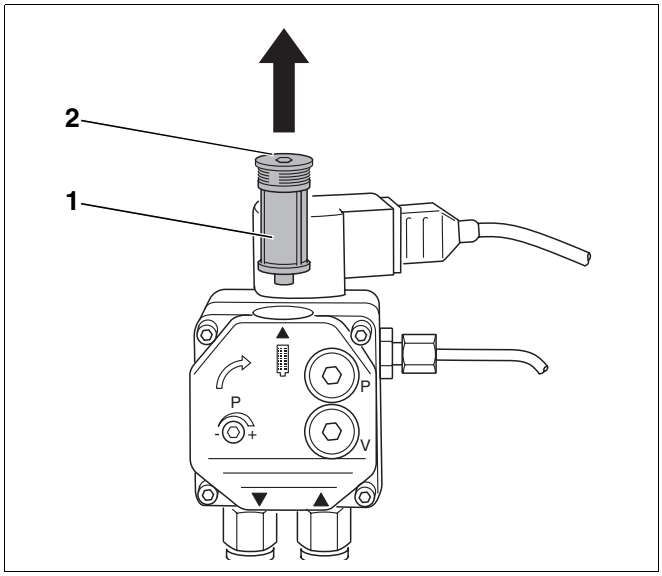

Abb. 27 Ölpumpenfilter prüfen – Ölpumpe Danfoss
- Die Innensechskantschraube an der Oberseite (Abb. 27, **Pos. 2**) lösen.
- Ölpumpenfilter (Abb. 27, **Pos. 1**) nach oben herausziehen.
- Ölpumpenfilter (Abb. 27, **Pos. 1**) mit Waschbenzin reinigen, ggf. austauschen und wieder in die Ölpumpe einbauen.